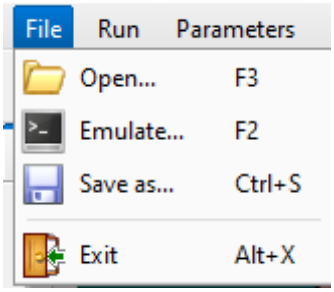

**Fig. 3.2.**
**File** menu contains operations with saved data of INS runs (Fig. 3.2).